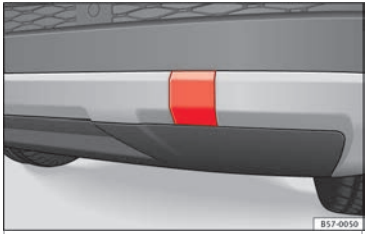

Fig. 98 Rear bumper on right: remove the lid.
The housing of the screw towing eye is on the right side of the rear bumper behind a lid ››› **Fig. 98**. *Vehicles equipped as standard with a towing bracket* **do not** have any housing for the screw towing eye behind the lid. In this case, the tow hitch needs to be extracted or installed and used for towing ››› **page 255**, ››› ❗.
- Press the upper side of the lid ››› **Fig. 98** to unclip it.